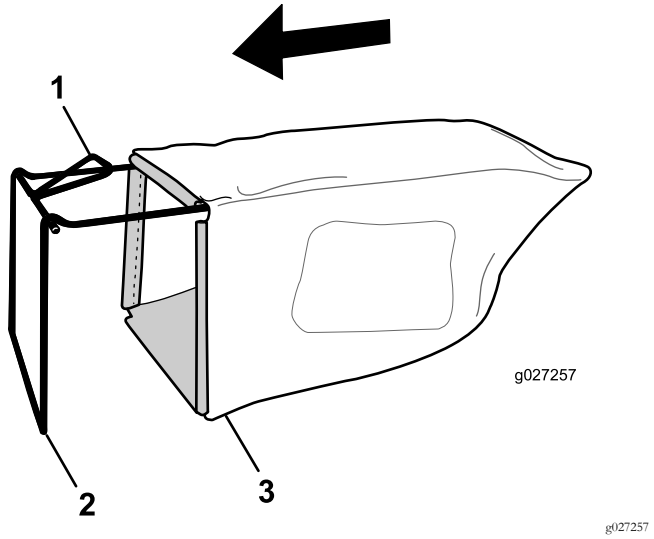

Figure 8
1. Glissez le bac sur l'armature, comme montré à la Figure 8.
Remarque: Ne passez pas le bac par dessus la poignée (Figure 8).